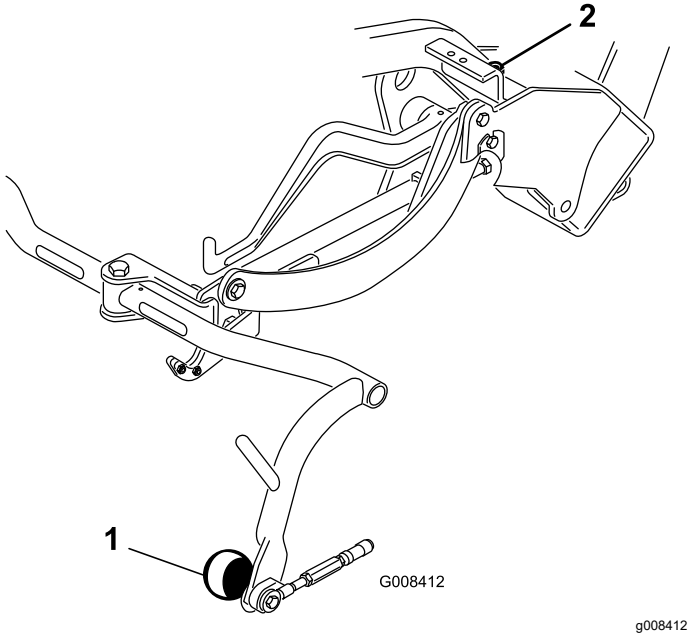

Rysunek 6
4. W razie potrzeby wyregulowania odstępu poluzuj przeciwnakrętkę na śrubie ogranicznika ramy nośnej (Rysunek 6) i przekręcaj śrubę w górę lub w dół, aby unieść lub opuścić ramę nośną. Dokręć przeciwnakrętkę, aby zablokować regulację.